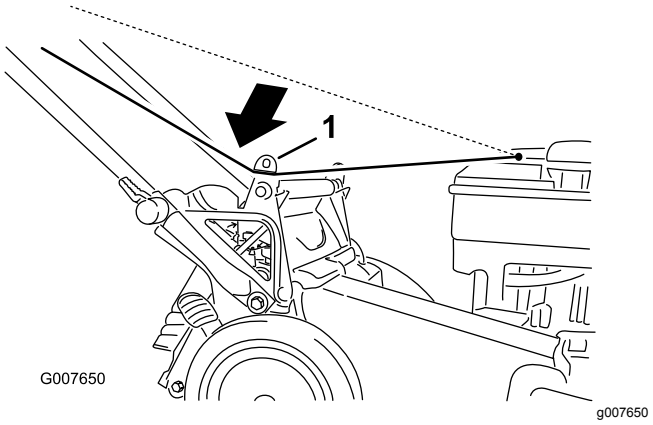

**Rysunek 22**
1. Poprowadź linkę rozrusznika wokół dolnej prowadnicy linki (Rysunek 22).